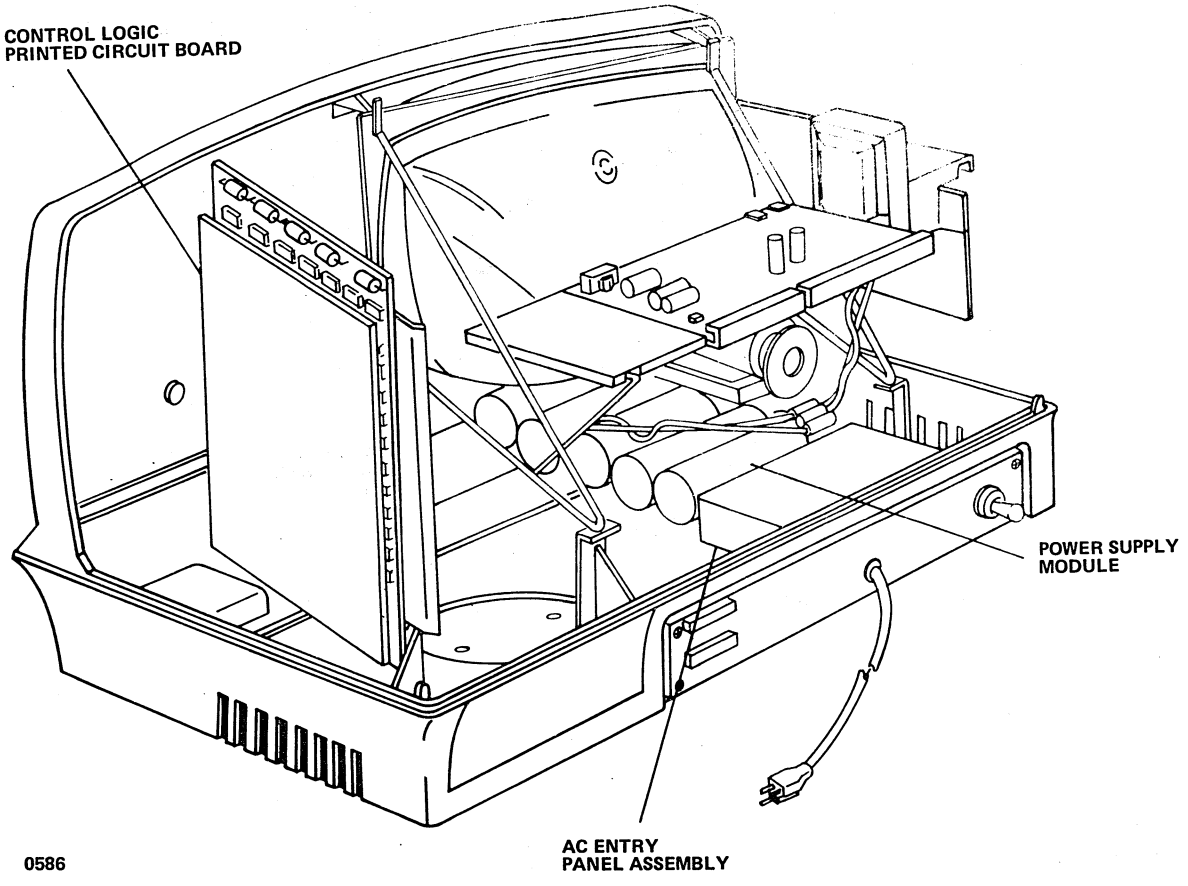
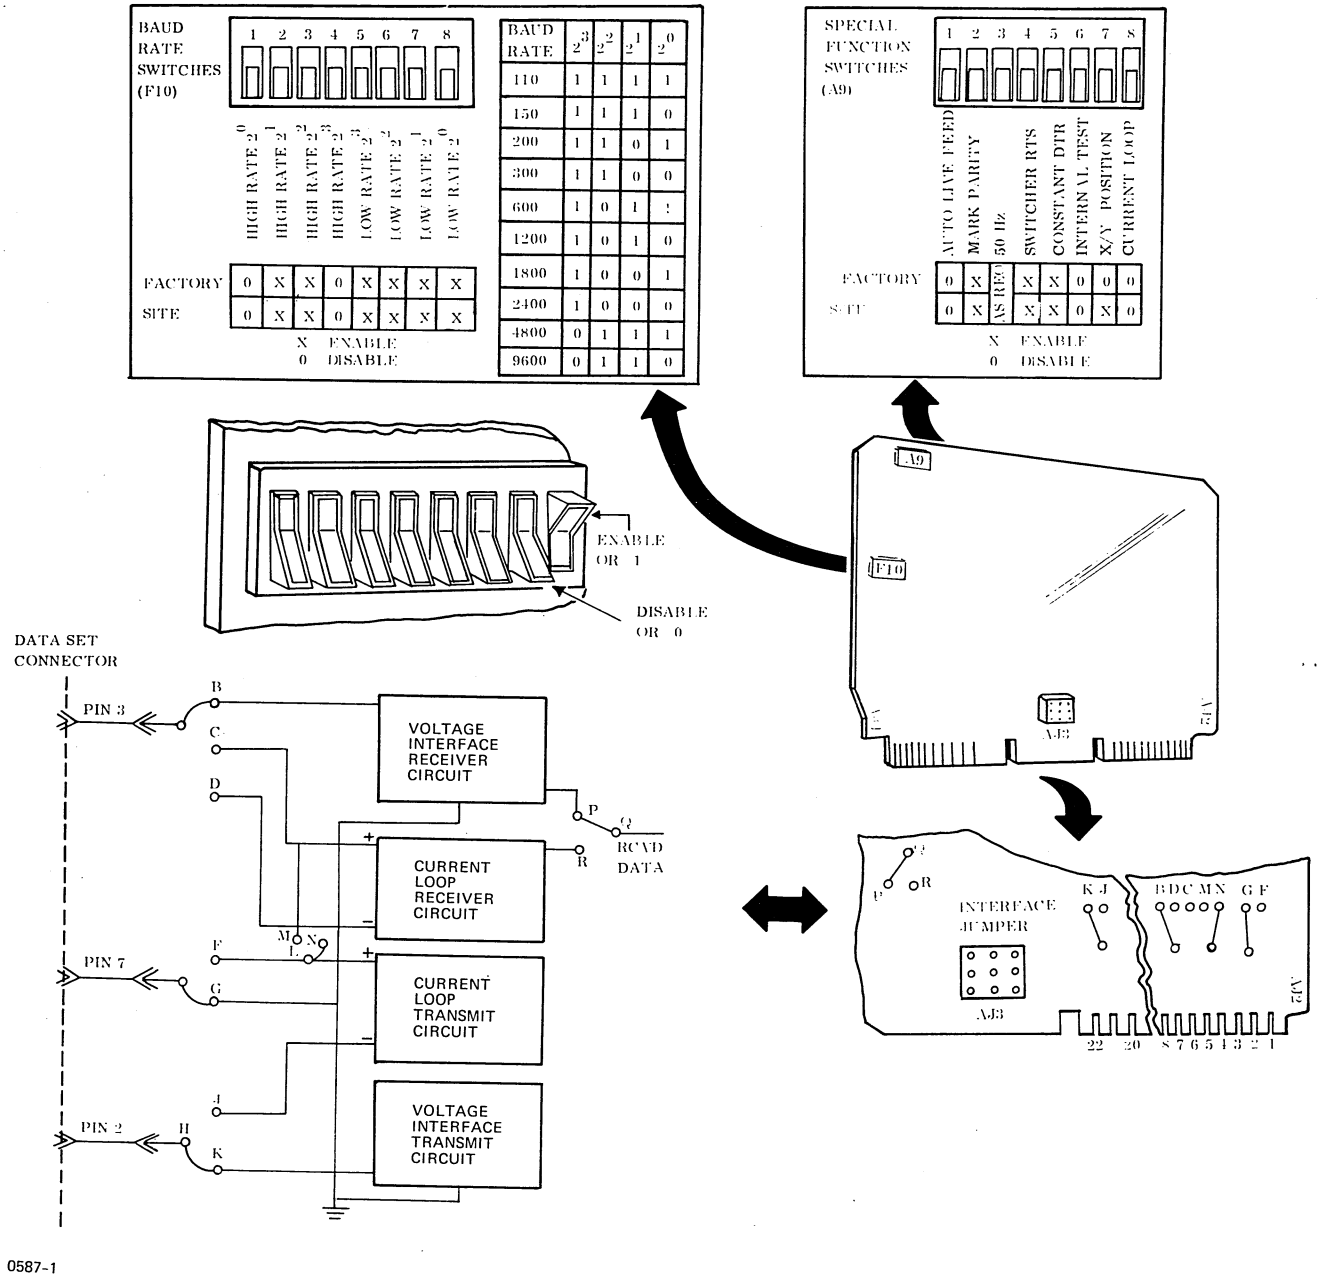

Figure 14-4. Console Display Component Arrangement
Figure 14-8. Internal Switches and Controls
5. Check to see that the control logic printed circuit board is inserted in its designated slot. Refer to figure 14-4.
Internal switches, jumpers, and controls are used principally for console/terminal set-up and maintenance procedures. All internal controls are located on the control-logic printed circuit board inside the display module enclosure. Refer to figure 14-4 for location of the printed circuit board. Figure 14-8 shows the location of these controls on the printed circuit board and indicates how they are set to obtain a desired condition. A decal, similar in appearance to that shown in figure 14-8, is carried on the logic board chassis inside the display module. The FACTORY boxes on the decal carry Xs indicating the initial switch settings made at the factory; the SITE boxes should be marked with an X during installation to reflect the switch settings used for adjustments made to a specific console/terminal installation. Refer to the 92452 Conversational Display Terminal Hardware Maintenance Manual for a complete description of internal switch functions.
2. Verify the setting of the baud rate switches, internal control switches, and interface jumpers to the positions required for the particular installation. Refer to figure 14-8 and table 14-1 for the correct settings. Use a ballpoint pen point to alter switch settings if necessary. Use needle-nose pliers to alter interface jumpers if necessary.